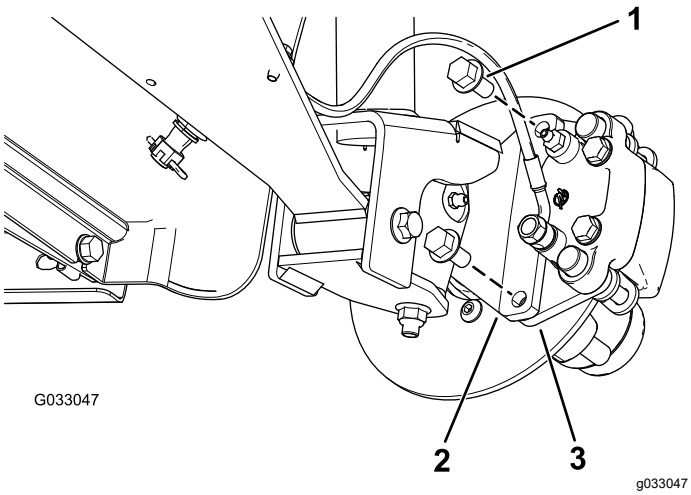
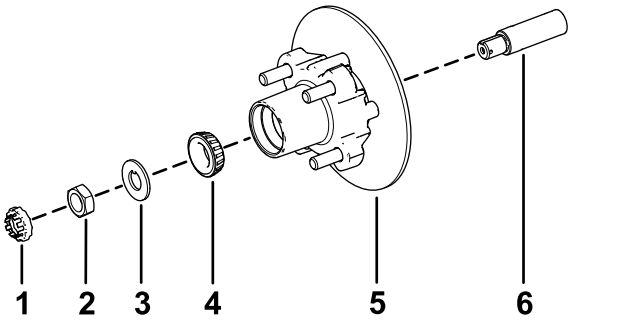

Rysunek 32
Rysunek 36
3. Odkręć śruby kołnierzowe (⅜ x ¾ cala) mocujące wspornik zespołu hamulca do osi, a następnie odłącz hamulec od osi (Rysunek 32).
1. Nałóż cienką warstwę zalecanego smaru na oś (Rysunek 36).
2. Nałóż piastę z tarczą na oś z tarczą skierowaną do wewnątrz (Rysunek 36).
3. Załóż na oś łożysko zewnętrzne i osadź łożysko w zewnętrznej bieżni (Rysunek 36).
4. Załóż podkładkę odginaną na oś (Rysunek 36).
5. Nakręć nakrętkę osi na oś i dokręć nakrętkę z momentem 15 N·m, obracając piastą w celu osadzenia łożyska (Rysunek 36).
2. Umieść okładziny hamulcowe po obu stronach tarczy hamulcowej (Rysunek 32) i ustaw otwory we wsporniku zacisku równo z otworami w mocowaniu hamulca na wsporniku osi (Rysunek 36).
3. Zamocuj wspornik zacisku do wspornika osi (Rysunek 32) za pomocą 2 śrub kołnierzowych (⅜ x ¾ cala).